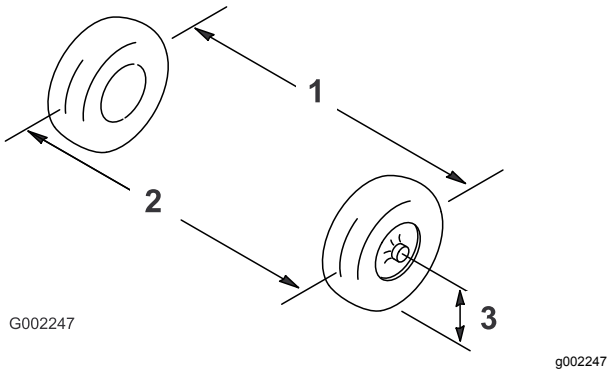

Рисунок 83
2. Измерьте расстояние между обеими передними шинами на уровне моста, с передней и задней стороны передних шин (Рисунок 83).
8. Запустите двигатель с незатянутой крышкой на радиаторе (Рисунок 83).